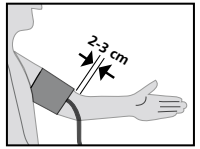

Fig. 2
- Push the cuff onto the arm (Fig. 1) until the lower edge of the cuff is 2-3 cm above the crook of the arm (Fig. 2).